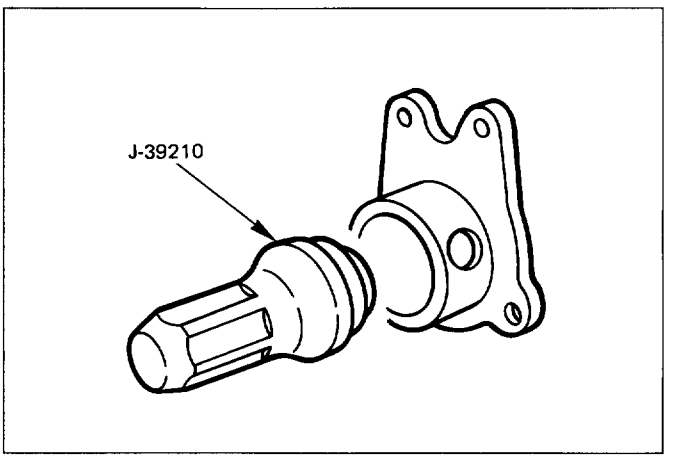

Fig. 4B-5
- Remove the oil seal, carefully not to damage the housing, and mount new oil seal using special tools (Fig. 4B-5).